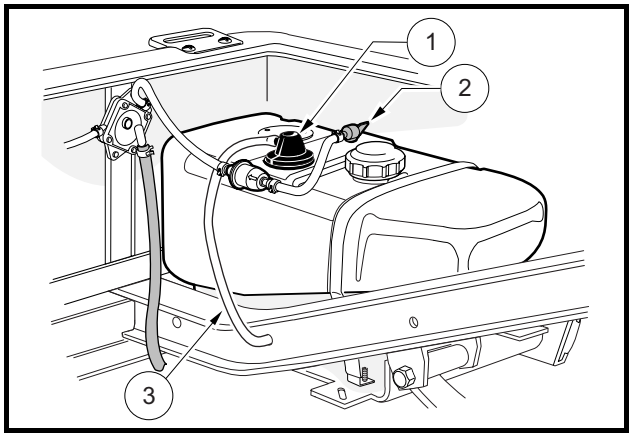

Figure 31 Fuel Tank
- **If the vehicle has an all-weather enclosure installed, be sure the fuel tank is properly vented as shown (Figure 31).**